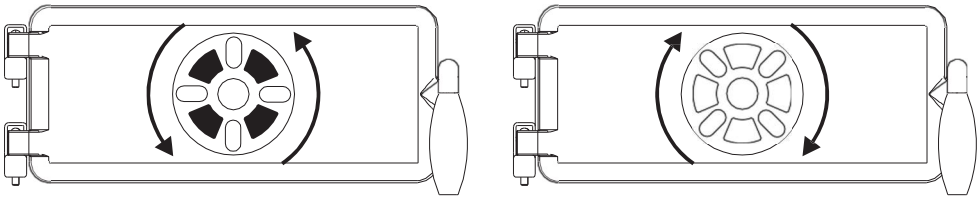

Figure 4
Set the primary air regulator (Figure 1 pos. 14) in open position (Figure 4-a) during ignition and keep it in that position until the cooker is in stable operation after inserting larger pieces of wood. Then set the regulator in the closed position (when burning wood and wood briquettes - Figure 4-b) and keep it in that position while the cooker is in operation.